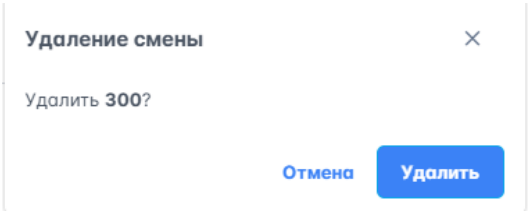

Рисунок 128 – Подтверждение удаления смены
2. Внизу в блоке смены, которую требуется удалить, нажать на , откроется окно подтверждения удаления (рисунок 128).